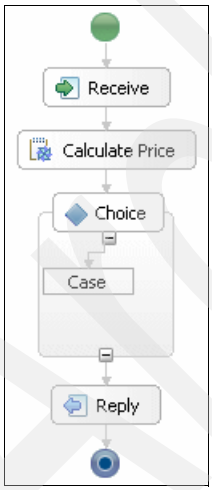

Figure A-53 Choice activity
17. In the Business Process Editor, click the **Choice** activity and place it between the Calculate Price and Reply activities (Figure A-53). This choice activity is used to determine the delivery days value to return.